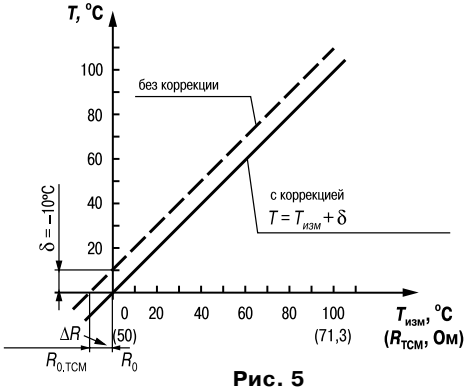

Рис. 5
3.2.5.2. Для компенсации погрешностей $\Delta R = R_0 - R_{0.ТСМ}$, вносимых сопротивлением подводящих проводов $R_{ТСМ}$, при использовании двухпроводной схемы подключения термопреобразователей сопротивления, к каждому измеренному значению параметра $T_{изм}$ прибавляется заданное пользователем значение δ («**сдвиг характеристики датчика**»). На рис. 5 приведен пример сдвига характеристики для датчика ТСМ(Cu50).